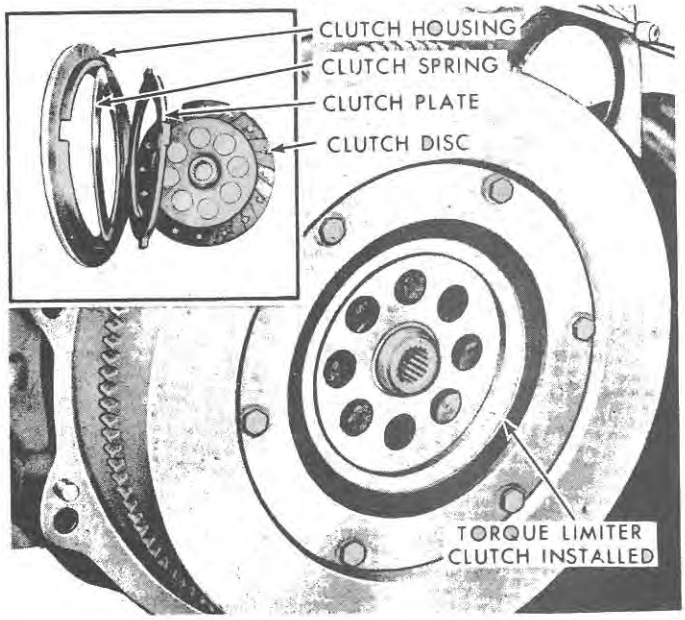

Figure 91
1. Remove the six bolts securing the clutch housing to the engine flywheel while, at the same time, holding the housing so it does not drop from the the flywheel. See Figure 91.
NOTE: ***The hub of the disc is piloted in the flywheel for proper positioning. Note that the spring washer is assembled with the cup side forward to the pressure plate, Figure 91.***